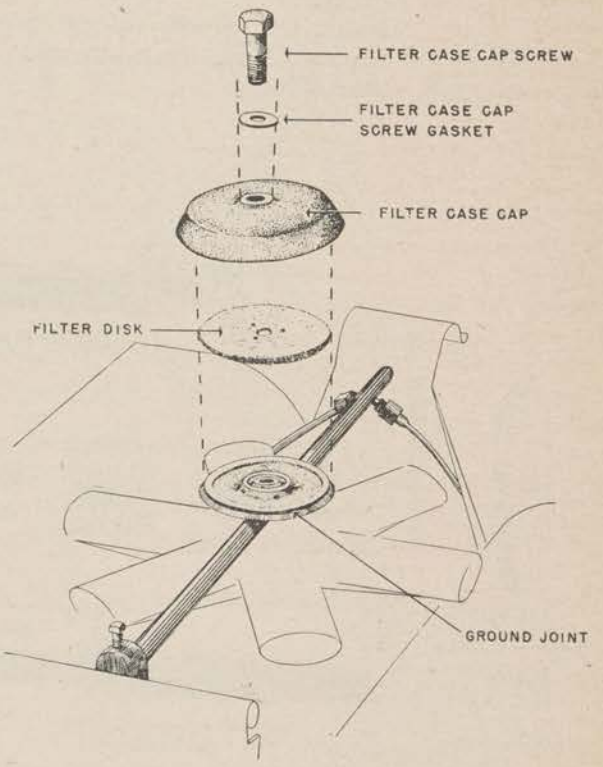

Figure 46. Original filter assembly, unit, fire, M1937.
(1) *How to clean filter case* (see fig. 46). (1) *a* The M1937 fire unit may be equipped with one of two types of filters. The instructions contained in this paragraph are applicable to the original type only. The new type, issued with the two new conversion sets, is discussed in paragraph 37.
(*c*) To change the filter disk, remove the filter cap screw and lift out gasket and filter cap. Take out the dirty filter disk. (See fig. 46.)